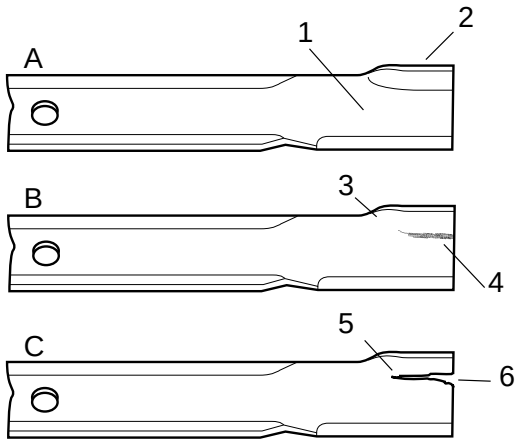

Afbeelding 16
2. Controleer de snijranden van het mes nauwkeurig, vooral op de plek waar het vlakke gedeelte van het mes overgaat in een gebogen stuk (Afb. 16 A). Omdat zand en schuurmiddelen het metaal waar het rechte deel van het mes overgaat in een gebogen deel kan doen wegslijten, moet het mes worden gecontroleerd voordat de maaimachine gebruikt wordt. Indien er slijtage zichtbaar is (Afb. 16 B), moet het mes worden vervangen.
Indien het mes verder slijt, zal zich een gleuf vormen tussen het opstaande randje en het platte gedeelte van het mes (Afb. 16 C). Uiteindelijk kan er een stuk van het mes afbreken en van onder de maaierbehuizing vandaan geworpen worden, hetgeen mogelijk uzelf of omstanders ernstig kan verwonden.